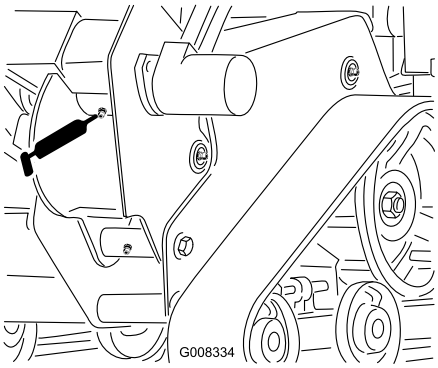

Figur 31
2. Rengör smörjnipplarna på dikesgrävarens kåpan med en trasa och anslut en smörjpistol (Figur 31).